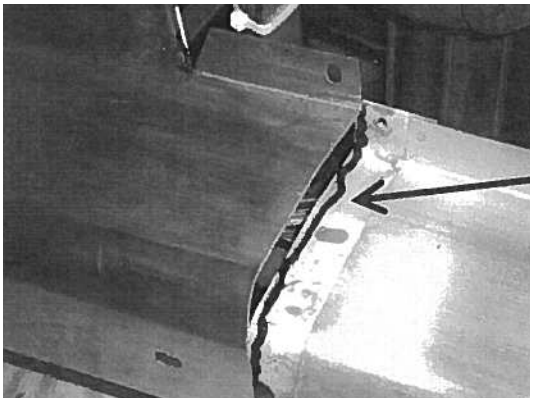

Figure 7-4. Seal Mating Areas Between Front and Rear Base Covers
3. **Seal mating areas between front and rear base covers as shown in *Figure 7-4*.**